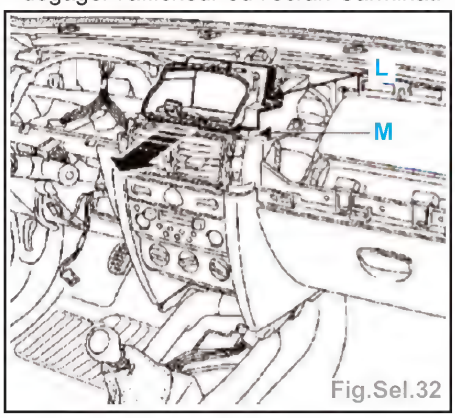

Fig.Sel.32
- Déposer les 2 vis (L) (Fig.Sel.32).
- Faire pression sur les 2 clips (M) et dégager l'afficheur ou l'écran Carminat.